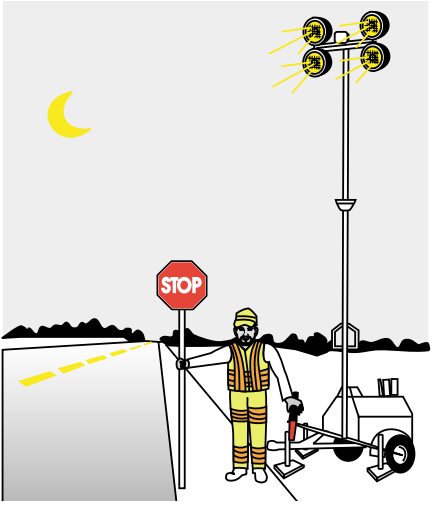

Figure 11
- a lighted flagging station (see Figure 11).